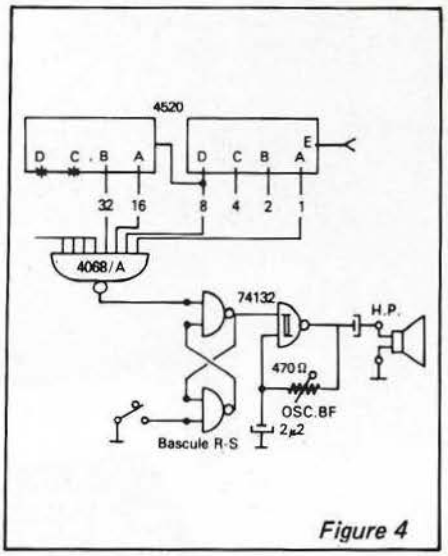

Figure 4
Le 4520 est un double compteur binaire (div. par 16). Ses sorties sont reliées au 4068/A comme indiqué fig. 4. Tel que représenté, la sortie du 4068 passera au niveau 0 lorsque les compteurs auront enregistré 57 impulsions, faisant basculer l'ensemble 1-2. On obtient le nombre 57 en additionnant le poids binaire de chacune des sorties utilisées : 1 + 8 + 16 + 32 = 57. La sortie de (2) passe au niveau 1, permettant à l'oscillateur BF de fonctionner.
Pour arrêter la BF, il faut envoyer une impulsion négative ou un niveau zéro sur l'entrée non utilisée de (1). Cette manœuvre est simulée, fig. 4, par un poussoir. En réalité, c'est le 4068/B qui effectue cette opération.